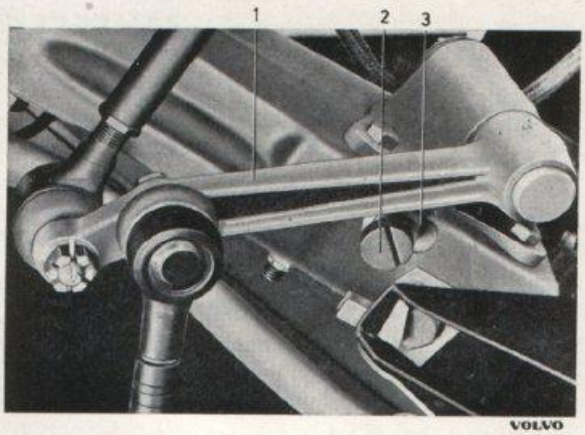
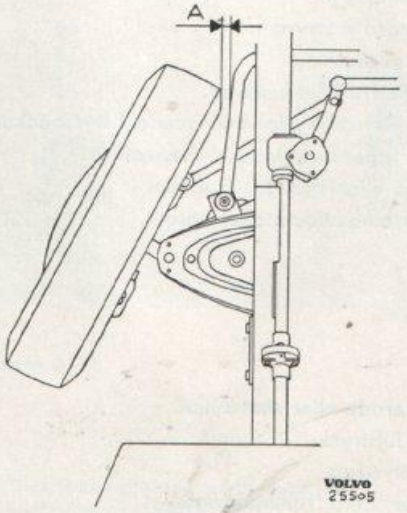

Bild 6-38. Hjulutslagsbegränsning
Bild 6-39. Begränsningsmått
Hjulens vridning utåt begränsas av stoppskruvar vid pitmanarm och mellanarm (bild 6-38).
1. Vrid vänstra hjulet inåt (högersväng) så långt det går. Kontrollera att avståndet mellan däck och krängningshämmare (mått A, bild 6-39) är 15 mm. Vid annat värde lossas låsmuttern (3, bild 6-38) för mellanarmens stoppskruv (2) varefter denna vrides till rätt värde erhålles. Lås därefter stoppskruven.